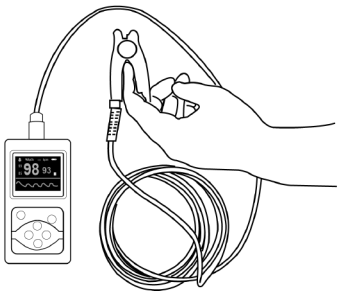

Abbildung 6 (Die tatsächliche Sonde kann von der Sonde in Abbildung 6 abweichen, bitte akzeptieren Sie die tatsächliche Sonde mit dem Gerät)
- Der Finger muss richtig platziert werden (siehe beigefügte Abbildung 6), da eine unsachgemäße Installation oder eine falsche Kontaktposition des Sensors die Messung beeinflusst.
A. Stecken Sie den Finger in die Sonde. Siehe Abbildung 6.